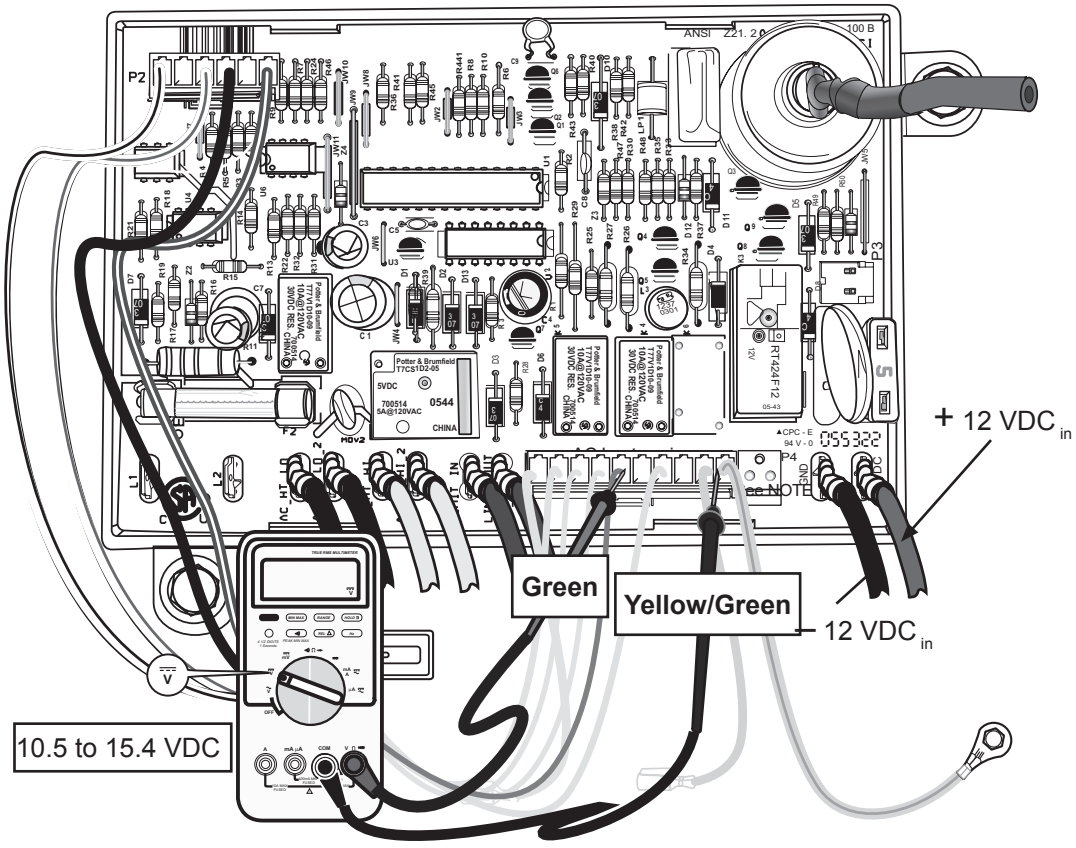

Figure 3-3. —Measuring DC voltage across Yellow/Green and Green wires - all models.
2. Check for voltage across the Yellow/ Green wire and Green terminals as shown in Figure 3-3, page 15.